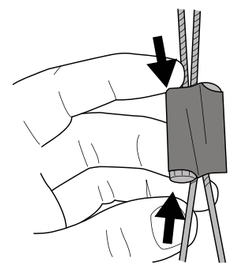

FIGURE 16
5) Once the cable is threaded through the cable hanger, secure the cable by pressing the buttons found at the top and bottom on the left side of the cable hanger. (See **FIGURE 16** and **17**)